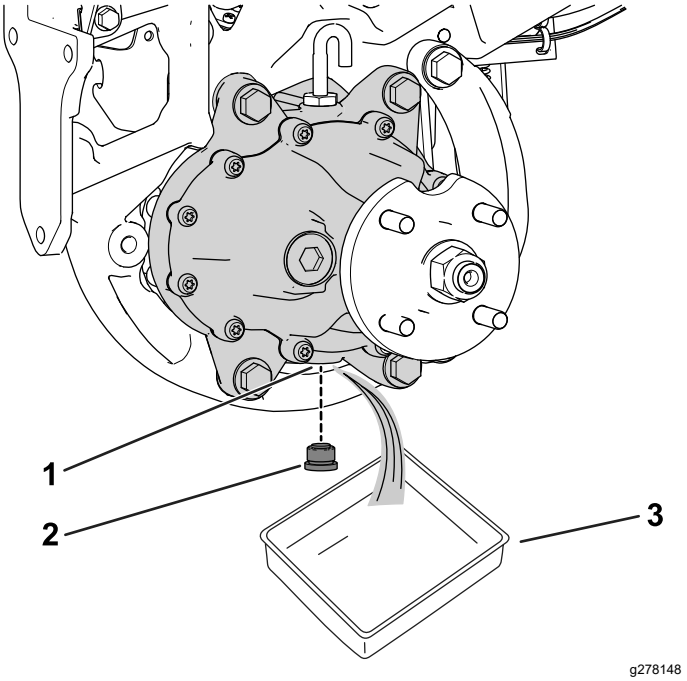

Bild 61
3. Stellen Sie eine Auffangwanne unter die Radmotorbaugruppe (Bild 61).
4. Entfernen Sie den Stopfen aus der Ablauföffnung (Bild 61).
6. Stecken Sie den Stopfen in den Ablassanschluss (Bild 61).